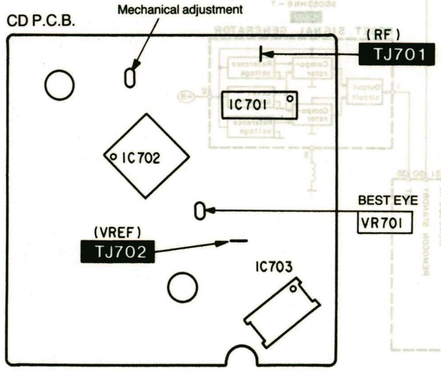

Fig. 1
3. Adjust **VR701** until the RF signal eye pattern amplitude is maximized. (Shown in Fig. 1)